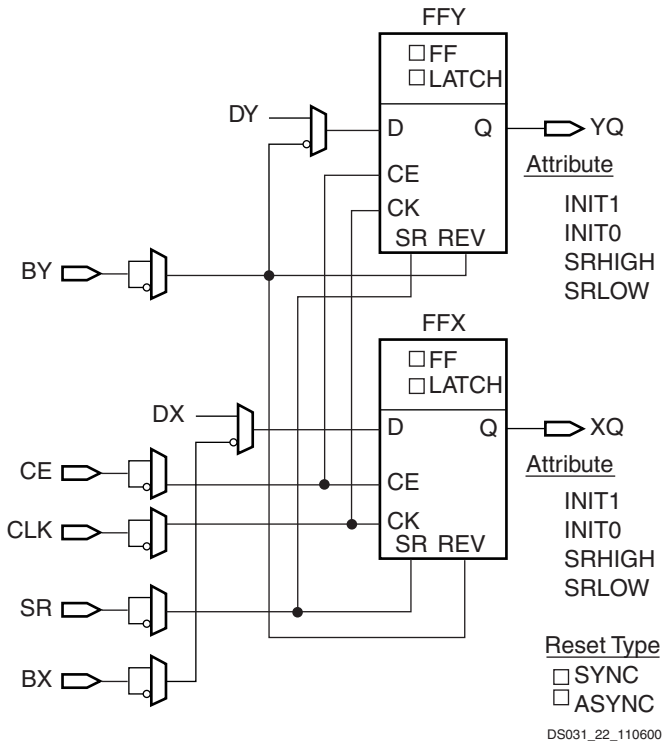

Figure 17: **Register / Latch Configuration in a Slice**
In addition to clock (CK) and clock enable (CE) signals, each slice has set and reset signals (SR and BY slice inputs). SR forces the storage element into the state specified by the attribute SRHIGH or SRLOW. SRHIGH forces a logic “1” when SR is asserted. SRLOW forces a logic “0”. When SR is used, a second input (BY) forces the storage element into the opposite state. The reset condition is predominant over the set condition. (See Figure 17.)